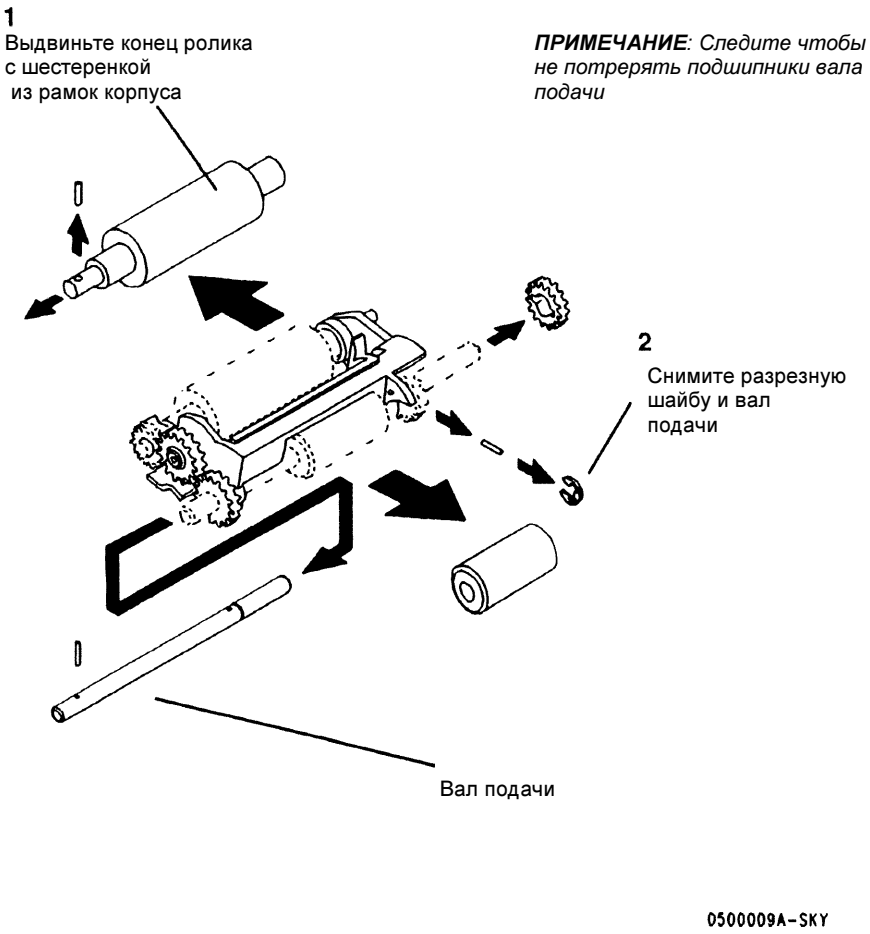

Рисунок 5 Снятие тормозного ролика
5. (Рисунок 5): Снимите тормозной ролик.